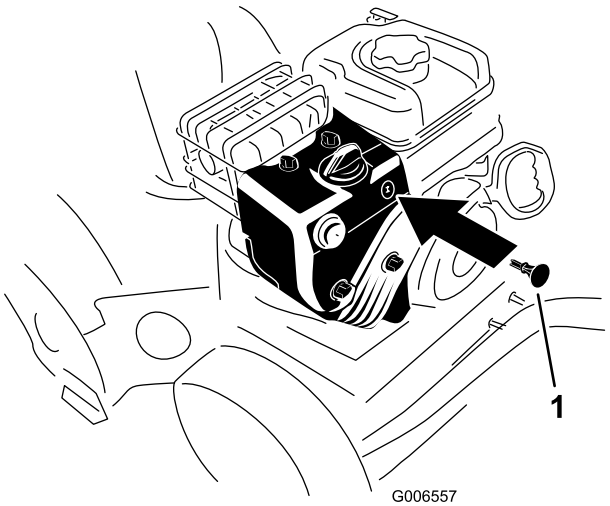

Figur 26
3. Sätt i tändningsnyckeln (Figur 26).